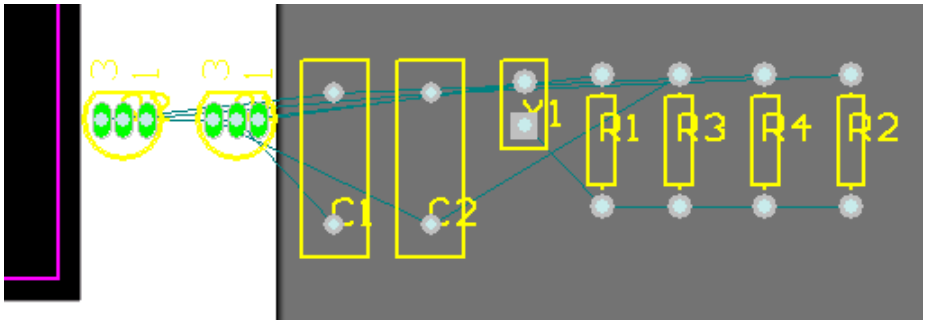

図 4. ボードの横に並べられた配置前の部品
4. **Close** をクリックすると対象とする PCB がオープンし、図 4 に示すように部品をボードに配置できる状態になります。コンポーネンが表示されない場合は、ショートカット **V, D**（**View Document**）を使ってください。